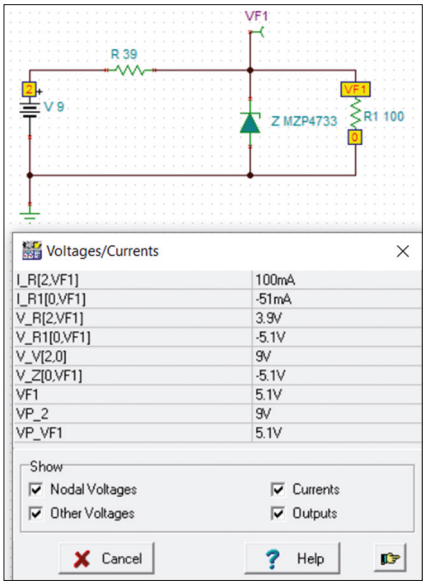

Figure 4.20 Results of the circuit simulation.
- A table will be displayed showing all the voltages and currents in the circuit. Note that the voltage across the load (V_{F1}) is 5.1 V and the current through the load (I_R1) is 51 mA (see Figure 4.20)